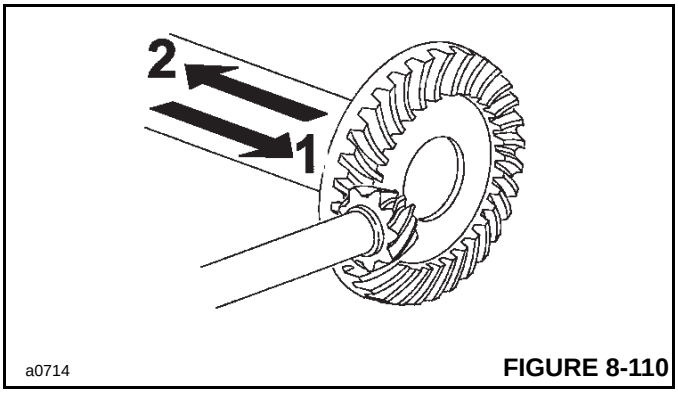

FIGURE 8-110
18. Movements to Correct Backlash (Figure 8-110):